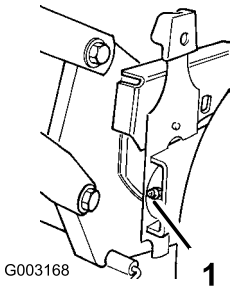

Bild 20
2. Wischen Sie die Schmiernippel mit einem sauberen Lappen ab (Bild 20).